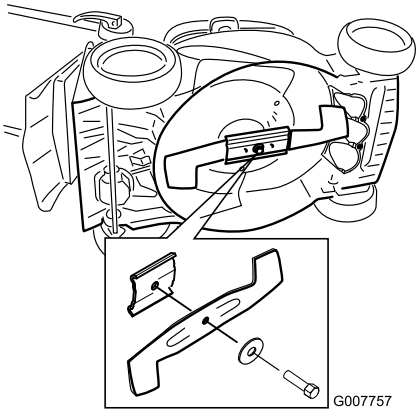

Bild 30
2. Kippen Sie den Rasenmäher seitlich (Luftfilter zeigt nach oben) (Bild 30).